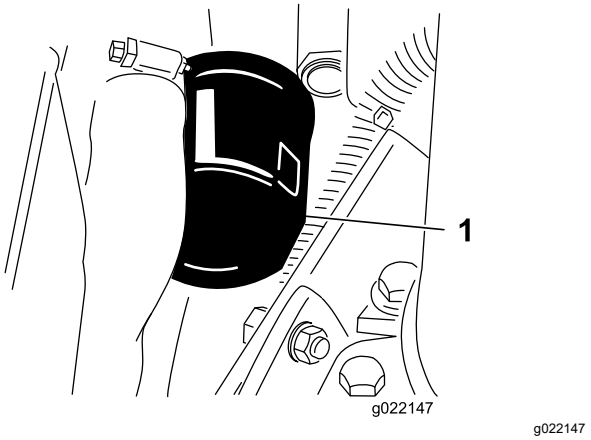

Figur 56
2. Fjern oliefilteret (Figur 56).